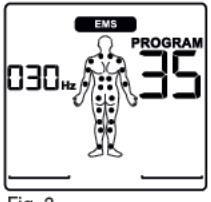

Fig. 3
- Select the desired impulse frequency using the **UP/DOWN** buttons and press the **ENTER** button to confirm (Fig. 3, example shows an impulse frequency of 30 Hz).